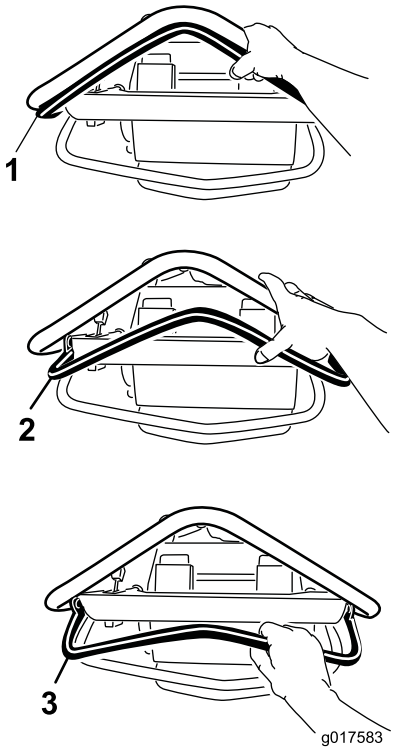

Figure 11
- Pour vous déplacer en marche avant, poussez la barre de commande en avant (Figure 11). Plus vous poussez la commande en avant, plus la machine avance rapidement.
- Pour faire marche arrière, tirez la barre de commande en arrière (Figure 11). Plus vous tirez la commande en arrière, plus la machine recule rapidement.
- Pour arrêter la machine, relâchez la barre de commande (Figure 11).